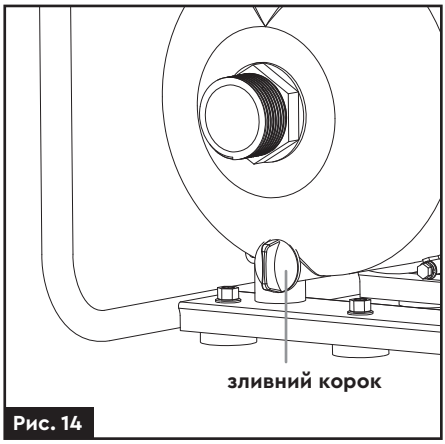

Рис. 14
- По можливості, продуйте систему водопостачання стисненим повітрям **(рис. 14)**.